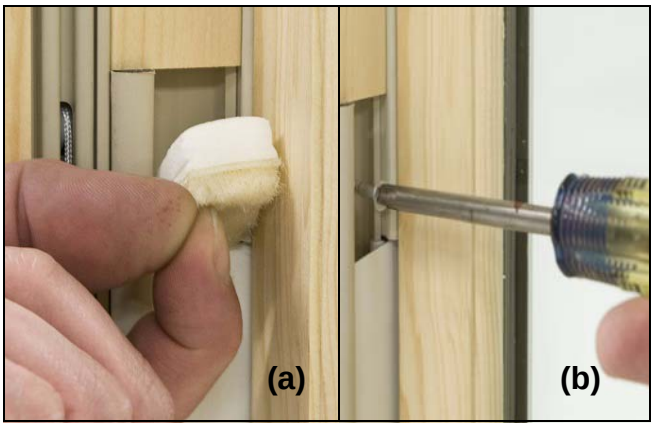

Figure 4
3. Space fasteners along jambs and head jambs no more than 6″ (152) from each corner and 15″(381) on center.
4. Install screws through check rail. See figure 4.
3. Remove check rail fuzzy. Install screws through checkrail and reinsert check rail fuzzy. See figure 4.